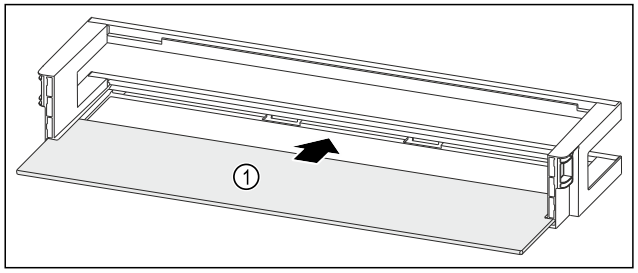

Fig. 58 Dörrfack med hylla
- ▶ Skjut in hyllan *Fig. 58 (1)* i ursparingarna på sidan.